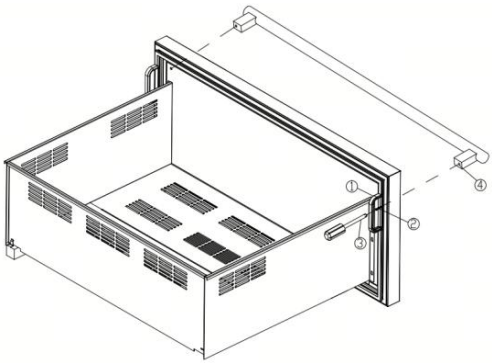

Abbildung 2
2) Richten Sie den Griff an der vorinstallierten Stelle aus. Schrauben am Türrahmen . Ziehen Sie die Schrauben mit einem Schraubendreher fest, bis die Griffe fest am Türrahmen sitzen (siehe Abbildung 2) . (Nicht zu fest anziehen, da dies zu Beschädigungen führen kann.) Beschädigung des Griffs Montage).